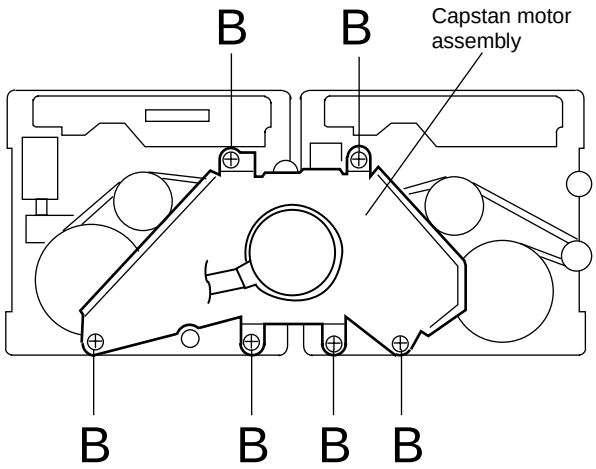

Fig.5
1.Remove the six screws "B" retaining capstan motor assembly (See Fig. 5).